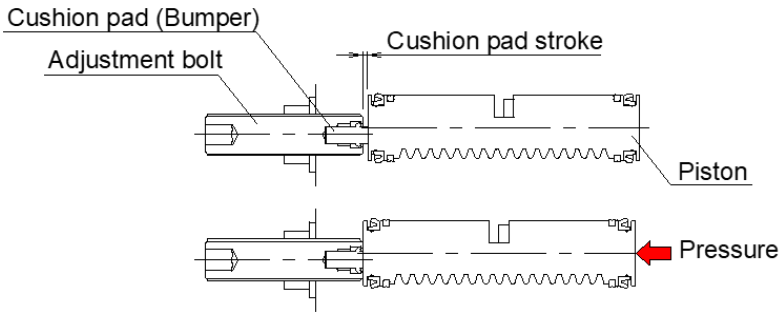

Fig. 4
- Refer to the setting example of the rotation angle range. (Fig.4)
- Since the end of adjustment bolt of MSQ Series has a built-in cushion pad (or a bumper), when angle adjustment is made, push the piston completely while pressurizing (minimum operating pressure for cushion pad : 0.1MPa or more, minimum operating pressure for bumper : 0.3MPa or more) as shown in Figure 4. Please refer to page 50 for details.